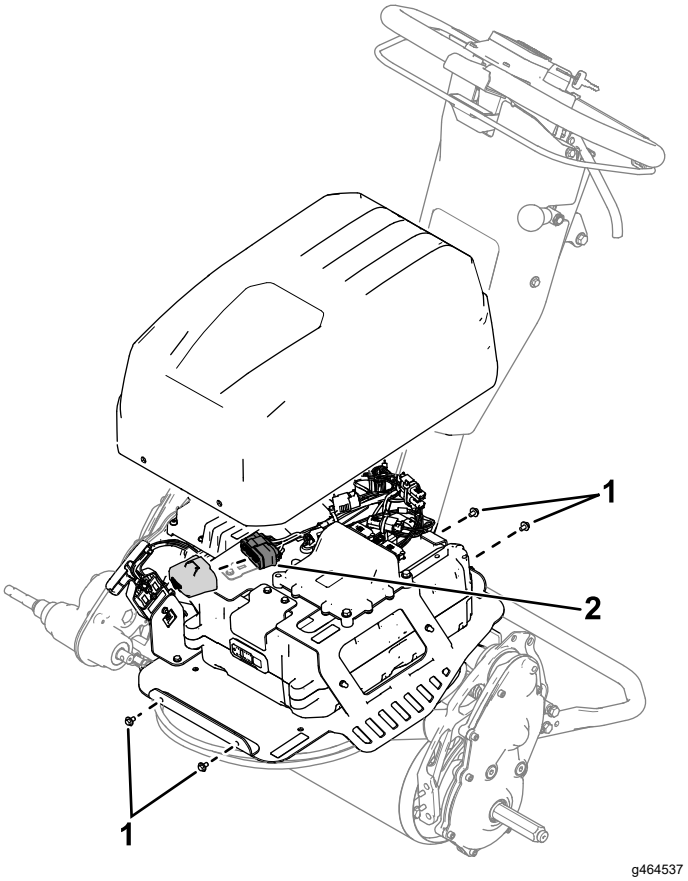

Rysunek 31
2. Odkręć 4 śruby (Rysunek 31) mocujące pokrywę akumulatora, a następnie zdejmij pokrywę.